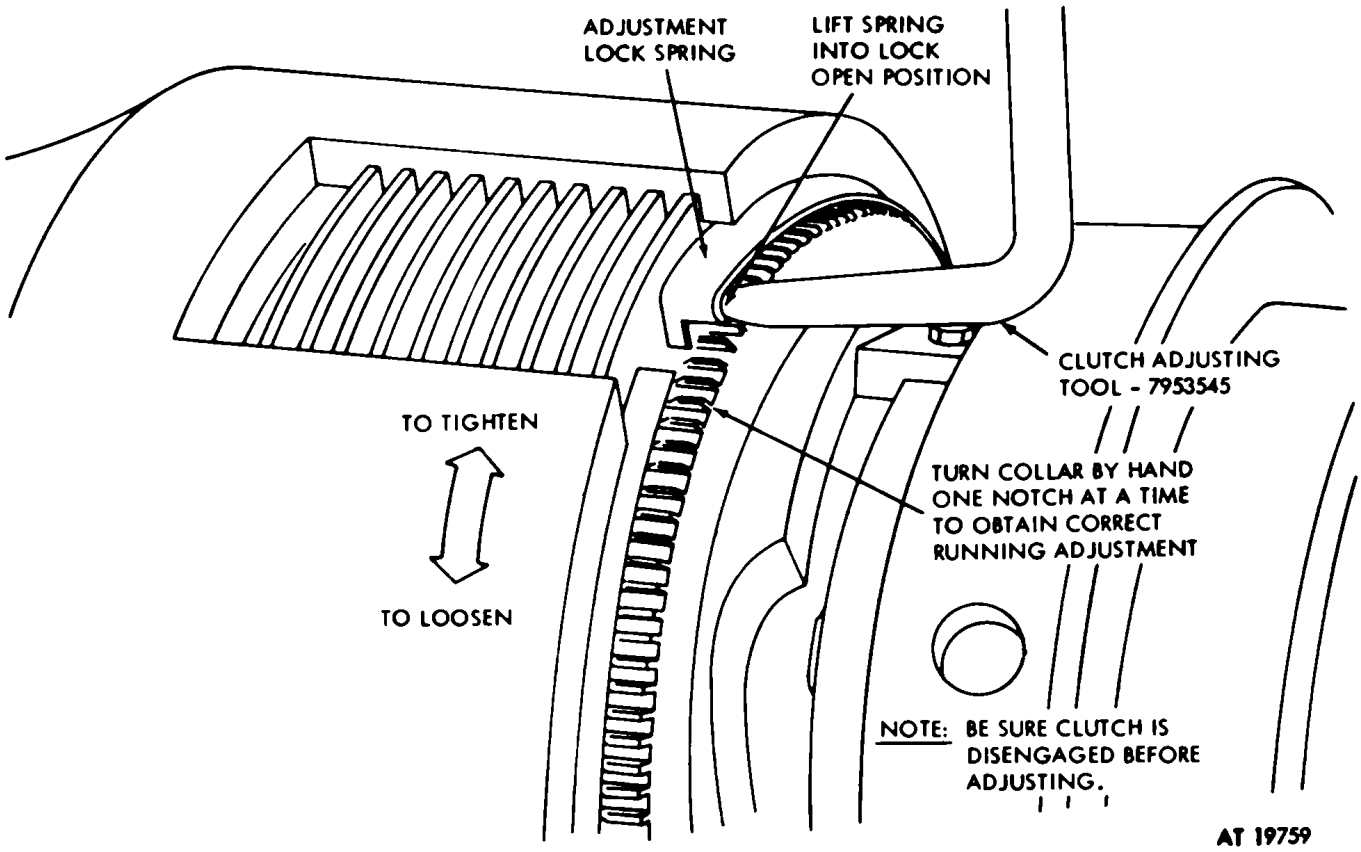

Figure E-16. Clutch adjustment.
(1) Disengage clutch
(2) Disconnect control cable from yoke (figure E-16).
(3) Refer to figure E-16. Lift lock spring with clutch adjusting took, 7953545.
(4) Turn clutch collar clockwise to tighter two to four notches (5) Place yoke in engaged position. Start engine and raise and lower moldboard. The moldboard should raise or lower with a steady (not erratic) movement (6) Lower the moldboard so that it is supporting the weight of the vehicle. Moldboard should support the vehicle weight without any sign of erratic operation. If it does not, tighten clutch another two to four notches and repeat the above tests. When satisfactory operation is attained adjust control linkage a outlined in step c.
(1) Relieve spring setting by lifting adjustment lock spring (fig. E-16), and turn adjustment lock to its lowest point.
(5) Install adjustment lock spring into the two notches on pressure plate, and slide plate onto shaft.
(6) Slide adjustment collar onto shaft.
(7) Install the three dogs to pins on clutch body.
(8) Slide shifter sleeve onto clutch body, install on shaft, and secure to shaft with anchor pin.
f. Adjustment. To adjust clutch assembly, refer to figure E-16.